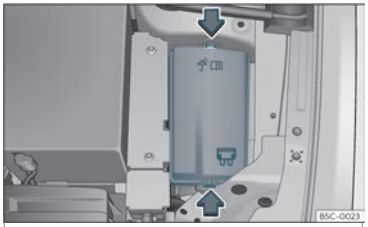

Abb. 48 Im Motorraum: Abdeckung des Sicherungskasten.
- Drücken Sie die Verriegelungslaschen, um die Abdeckung des Sicherungskastens zu entriegeln››› **Abb. 48**.